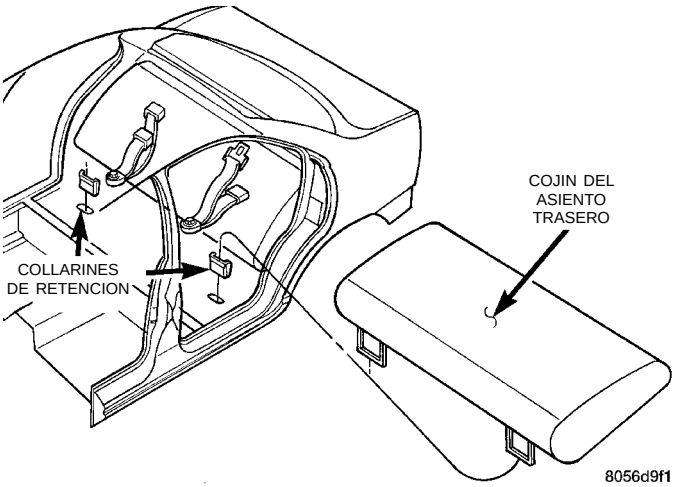

Fig. 2 Cojín del asiento trasero
(1) Tire hacia arriba de cada extremo del cojín del asiento trasero para desacoplar las presillas de los casquillos en el suelo.
(2) Separe el cojín del asiento trasero del vehículo (Fig. 2).